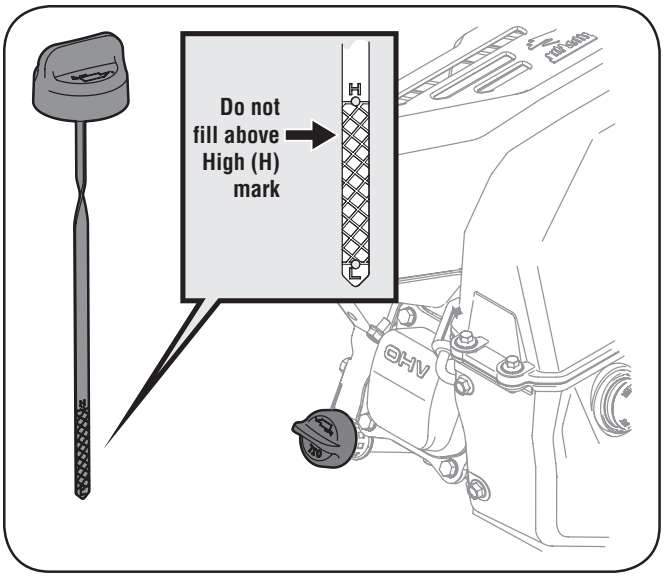

Figure 3-2
- Keep oil level between the high (H) and low (L) marks on dipstick. See Figure 3-2.
1. Remove the oil filler cap/dipstick and wipe the dipstick clean. See Figure 3-2.
3. Remove the oil filler cap/dipstick. If the level is low, slowly add oil to reach the high (H) mark. See Figure 3-2.